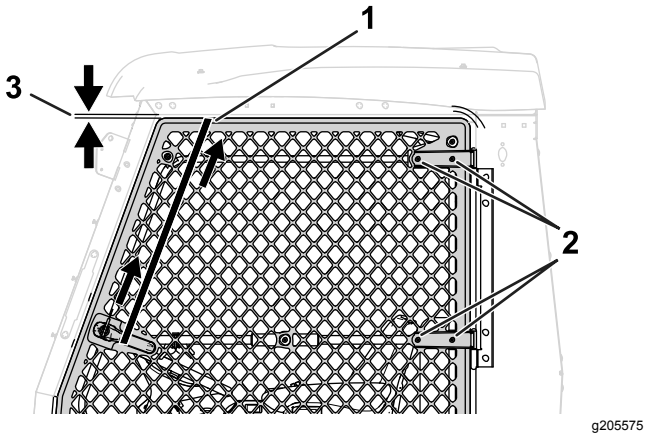

Рисунок 6
2. Закройте дверь и используйте стяжной ремень с храповиком, чтобы поддерживать дверь (Рисунок 6).
3. Ослабьте 4 болта и 4 гайки на дверной петле (Рисунок 6).
4. Затяните стяжной ремень с храповиком, чтобы поднять дверь вверх (Рисунок 6).